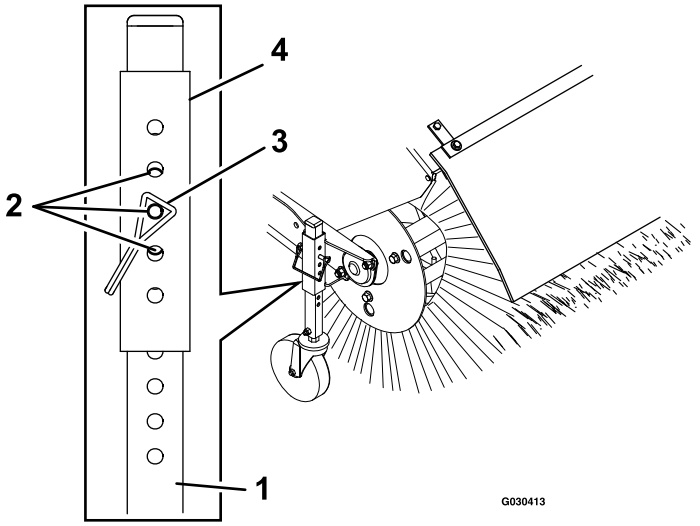

Figur 9
3. Du kan justere børstehøyden ved å fjerne og ta vare på pinnen fra justeringshylsen og styrehjulrøret (Figur 9).
5. Foreta finjusteringer ved å føre justeringshylsen ett pinnehull opp eller ned på styrehjulrøret for å justere børstehøyden i trinn på 3 mm (Figur 9). Gjenta trinn 3 til og med 5 på det andre styrehjulet.